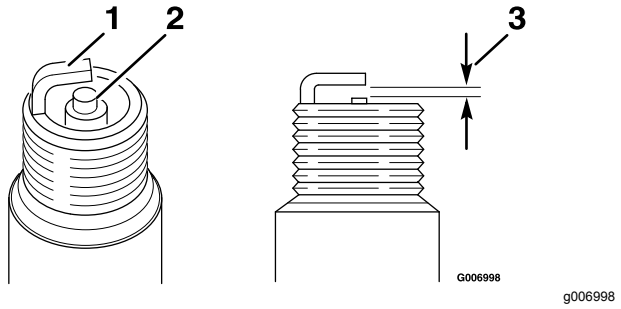

Рисунок 22
5. Установите в свече зазор, равный 0,6-0,7 мм; см. Рисунок 22.